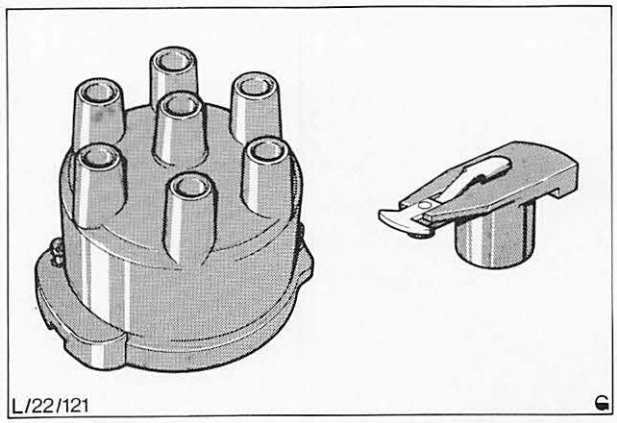

Abb. 21 Verteilerkappe und Verteilerläufer auf Haarrisse, Beschädigungen oder Einbrennungen überprüfen
3. Unterbrecherkappe und Verteilerläufer reinigen, Abb. 21. Kappe und Läufer auf Haarrisse, Beschädigung oder übermäßige Einbrennungen zwischen Läufer und Anschlüssen in der Verteilerkappe prüfen.